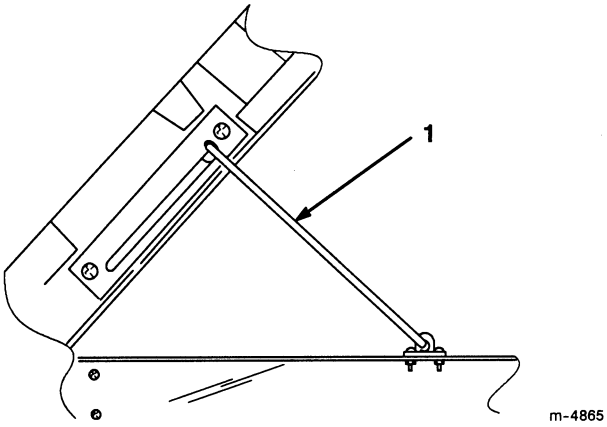

Afbeelding 10
3. Zet de bak op de steun om deze stevig op zijn plaats te houden (Afb. 10).